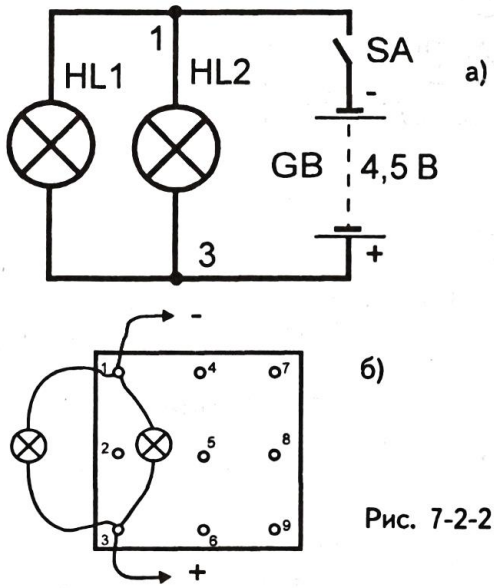

Рис. 7-2-2
1. Соедините лампы *HL1* и *HL2* параллельно (рис. 7-2-2).